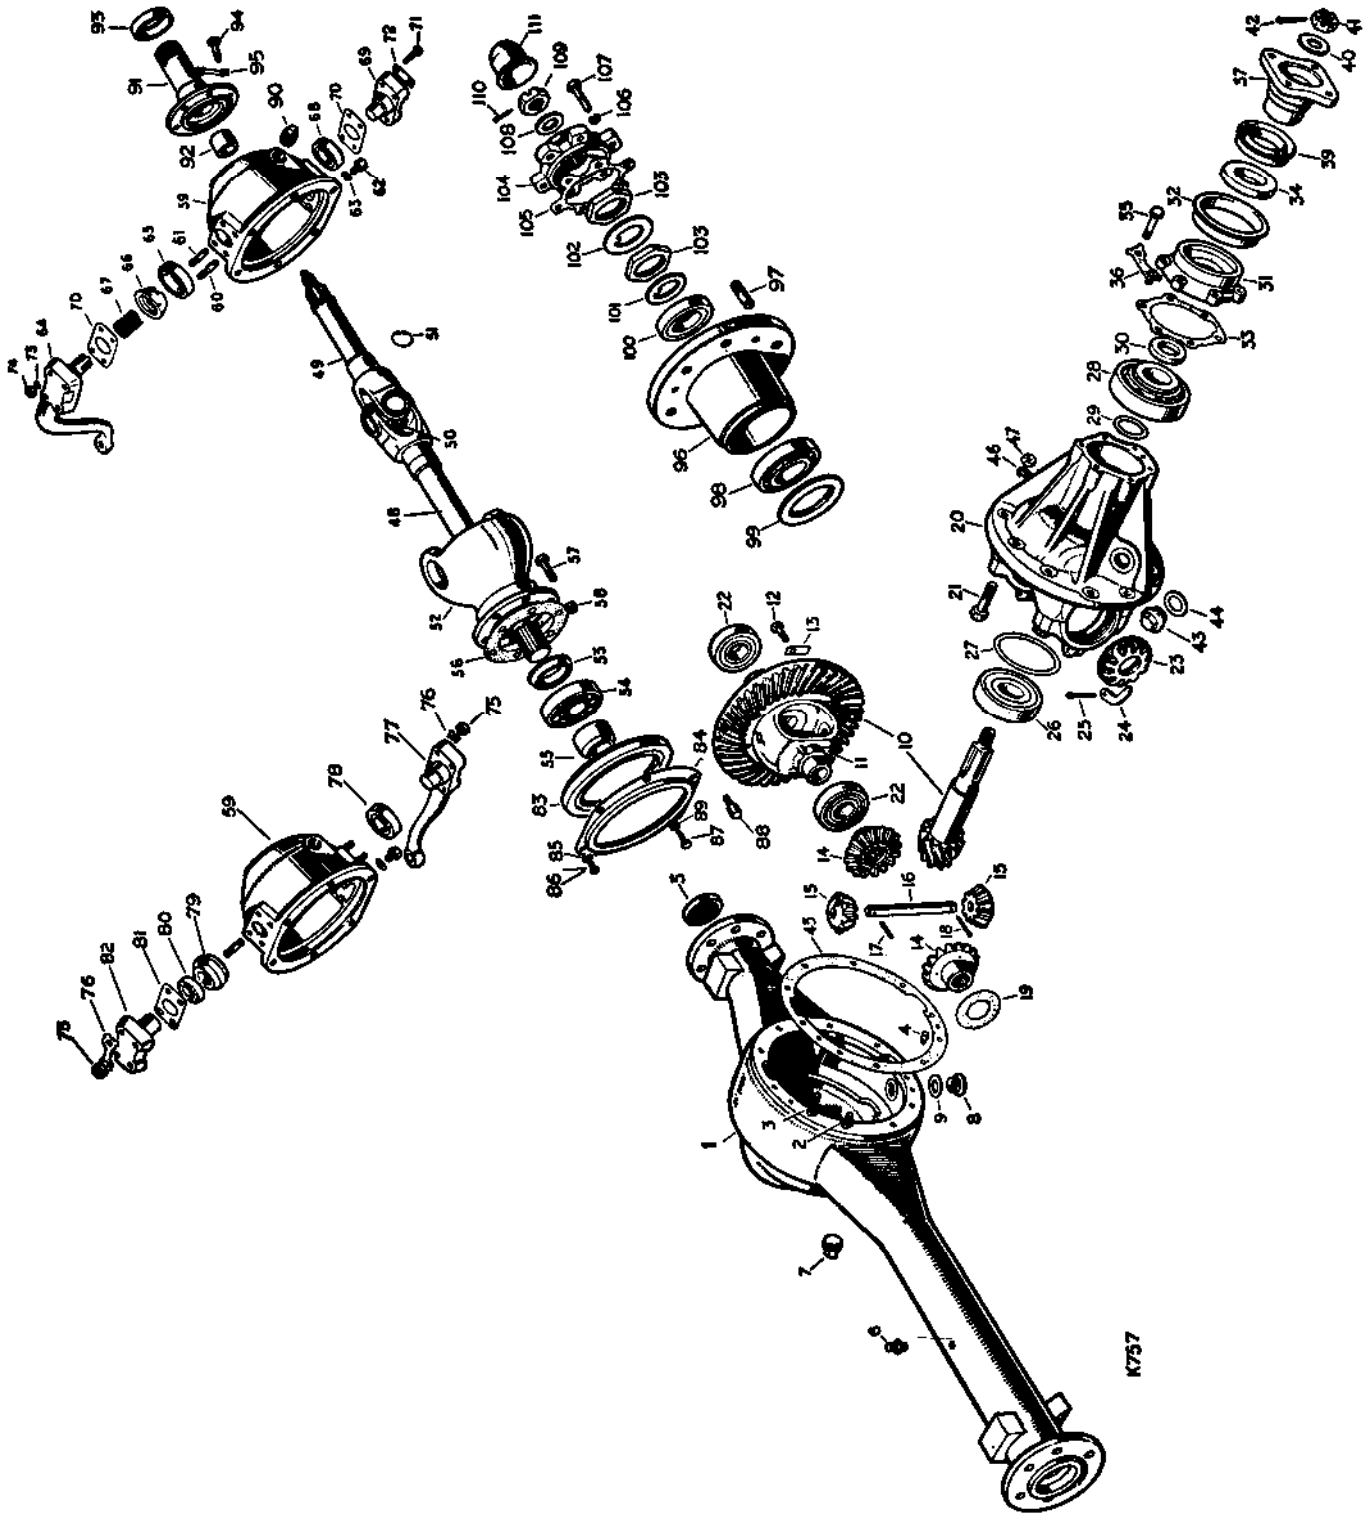

**Fig. F1-1. Exploded view of front axle**
**Key to Fig. F1-1. Exploded view of front axle**